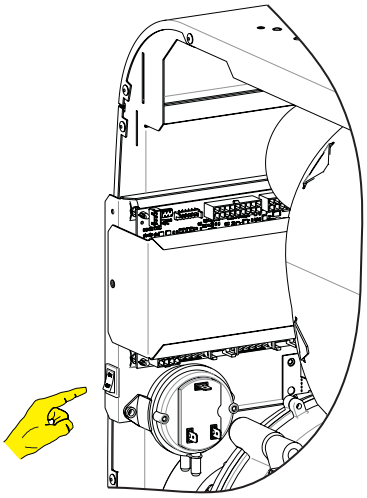

Figure 1
2. Mettre l'interrupteur de courant principal à la position d'arrêt (OFF). Ou débrancher le cordon électrique de l'appareil de la prise murale. **Voir Figure 1.**